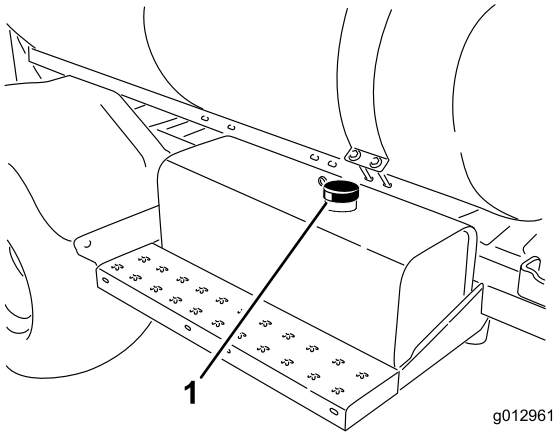

Figur 56
3. Rengør området omkring dækslet til hydraulikolietanken, og afmonter det (Figur 56).